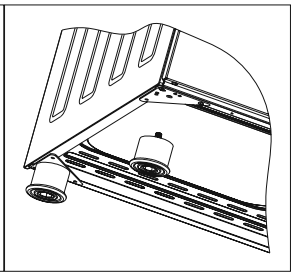

Figure 12
3. If your oven has plastic food as in (figure 12) you can adjust your ovens height from these feet as turned clockwise or anticlockwise.